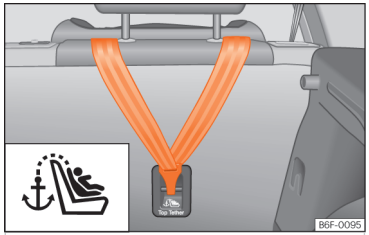
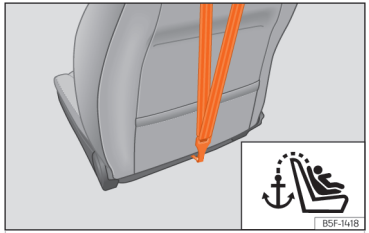

**Fig. 42** Rear part of the rear seats: securing rings for the Top Tether belt.
**Fig. 43** Rear of front passenger seat backrest: Top Tether belt anchor.
Child seats with a Top Tether system are fitted with an additional belt for fastening to an anchor point in the vehicle. This anchor point is located on the rear of the rear seat backrest and of the front passenger seat backrest (identified with the symbol ⚓) and provides better retention ››› Fig. 42, ››› Fig. 43.
- Slide the belt and secure it properly with the anchor on the rear seat backrest ››› Fig. 42 , ››› Fig. 43.